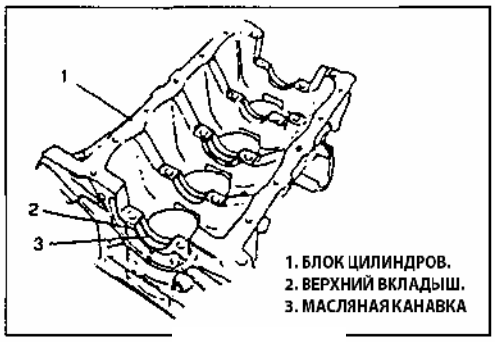

Рис. 153
- На верхнем вкладыше находится масляная канавка (как показано на рисунке (Рис. 153).